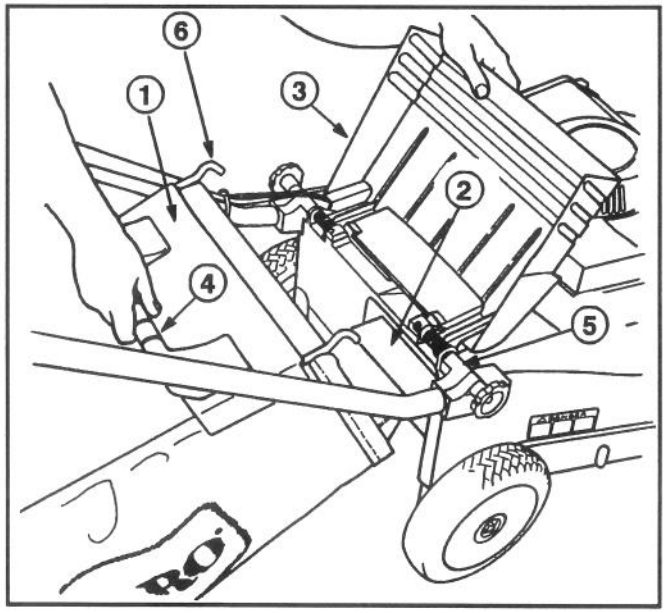

Afbeelding 4
1. Open kokerdeur, schuif de trechter aan de zak in de afvoeropening en haak zakframe aan het ronde gedeelte van de bevestigingsbeugels (Afb. 4).
Het carter vullen met SAE 30 olie totdat het oliepeil op de peilstok de markering VOL bereikt (Afb. 4). De maximumcapaciteit van het carter is 0.75 liter olie. U kunt elke detergente olie van goede kwaliteit gebruiken die van het American Petroleum Institute (API) de "service classification" SE, SF of SG heeft gekregen.